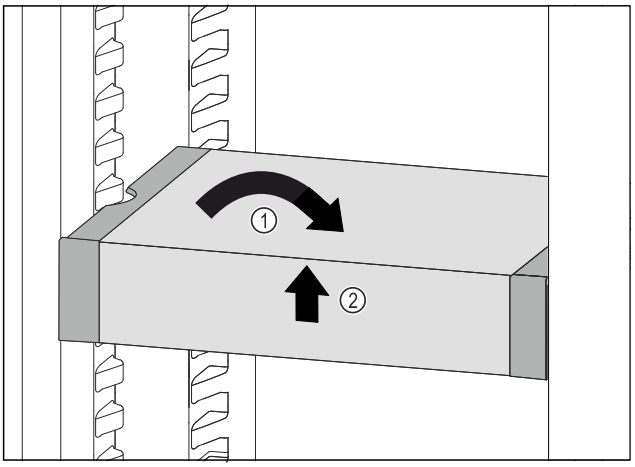

*Fig. 176*
▶ Poziționați drept VarioSafe. *Fig. 176 (1)*
▶ Ridicați în față VarioSafe. *Fig. 176 (2)*